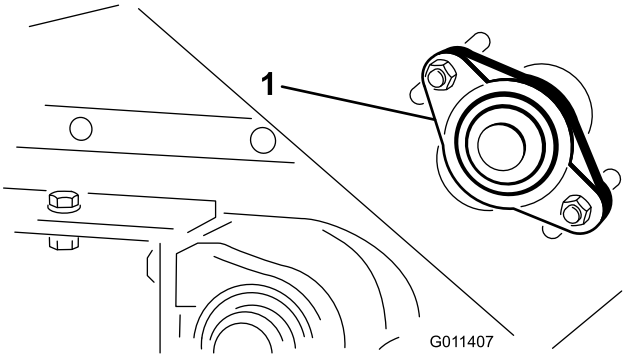

Figuur 22
1. Zet de moeren waarmee de lagerbehuizing (Figuur 22) aan de rechterkant van de machine bevestigd is los.